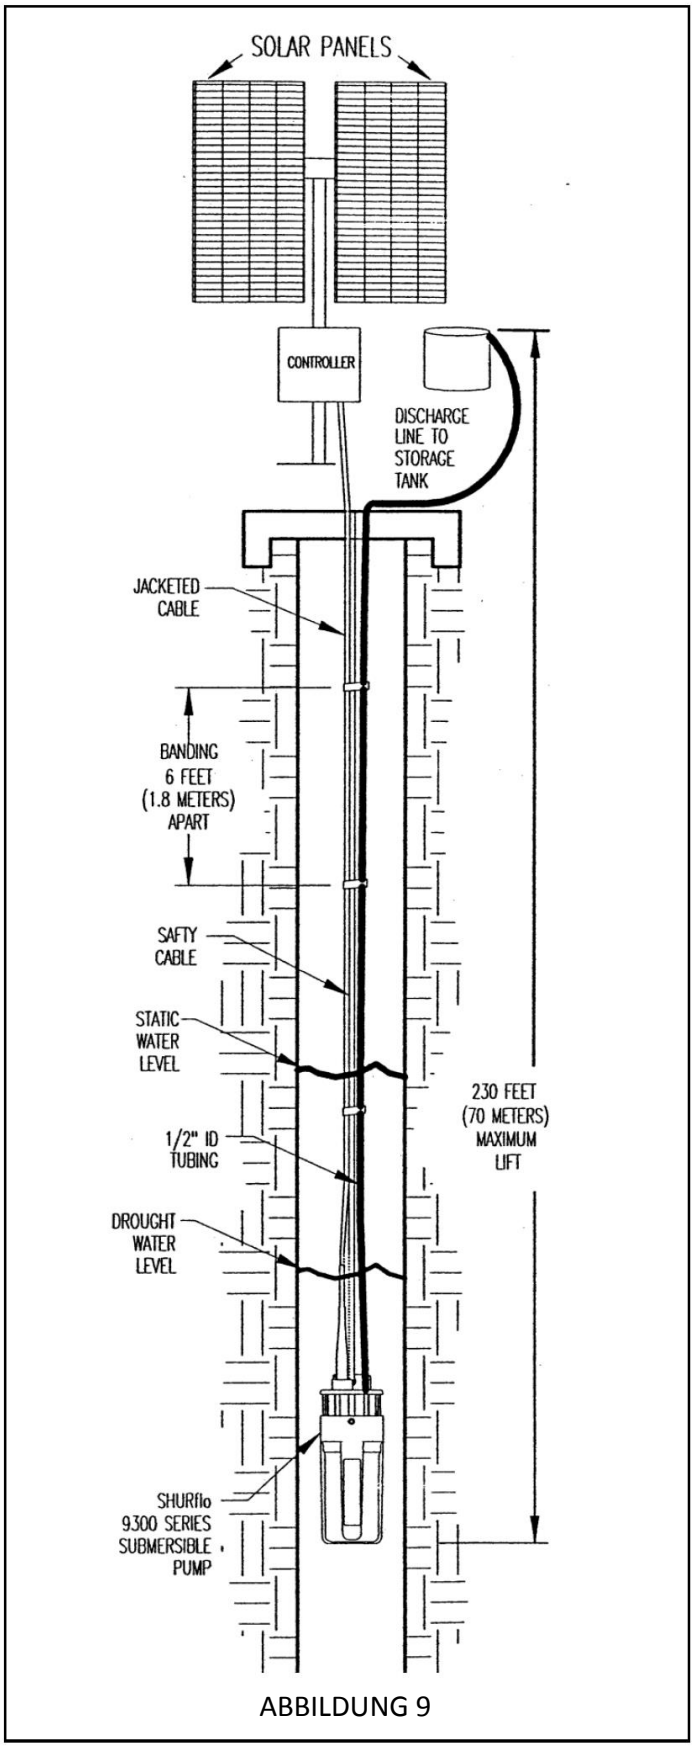

ABBILDUNG 9
5. Bündeln Sie Schlauch, Sicherheitsleine und elektrisches Kabel (Abb. 9)
6. Installieren Sie die Pumpe (Abb. 9).